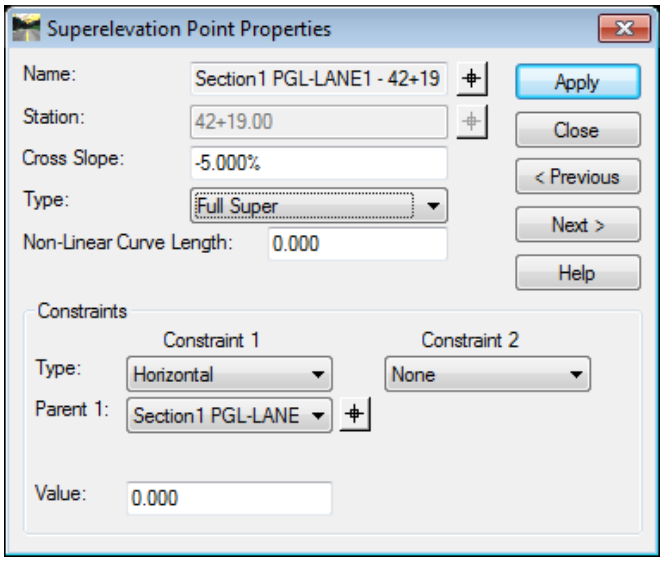

Figure L8-66 Superelevation Point Properties
- Verify the entries in the **Superelevation Point Properties** dialog now match those shown in *Figure L8-66*.